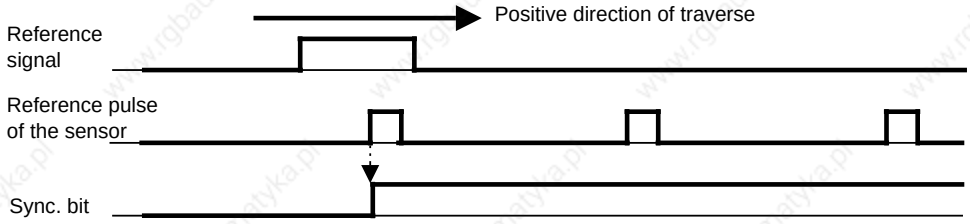

**Figure 15-17. Position of the Reference Point (SYNC Bit 0 --> 1) within the Reference Signal Range**
- The first reference pulse that the module recognizes after a leading edge of the reference signal synchronizes the module (see figures 15.17 and 15.19a).
The figures 15.17, 15.18 and 15.19a illustrate different possibilities for a reference traversing path. Figure 15.19b illustrates a reference traversing path, which is terminated without synchronization: